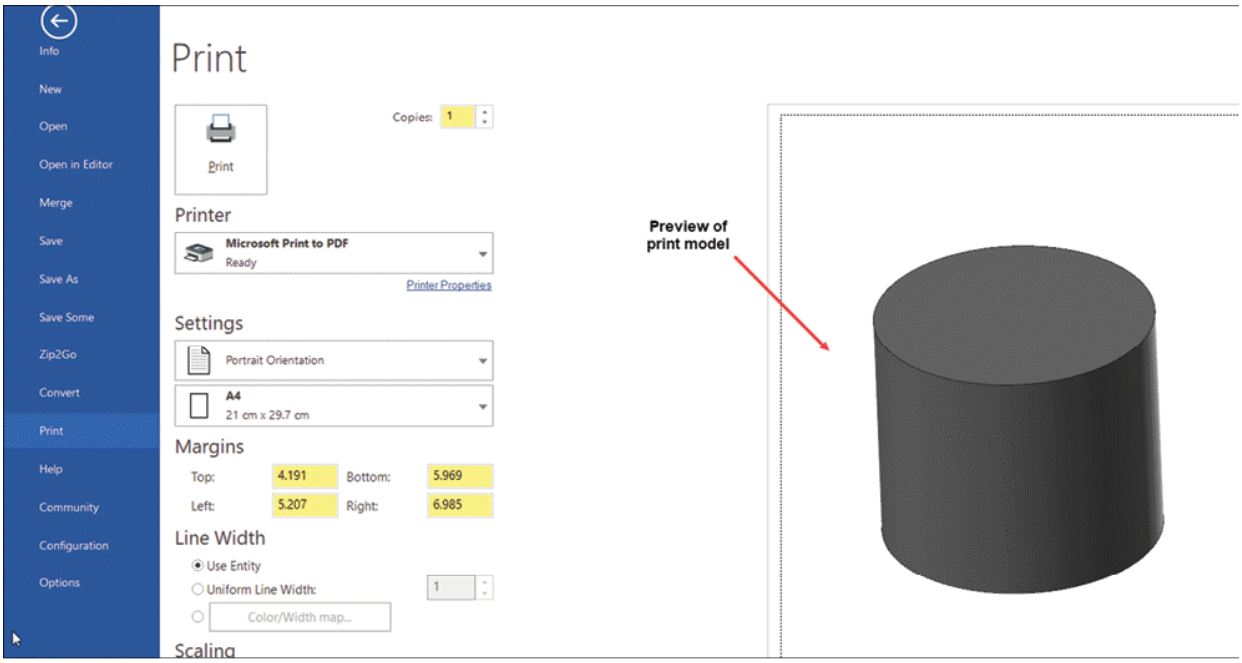

Figure-71. Options for printing
- Click on the **Print** tool from the **File** menu. The options to print model will be displayed with preview of the model; refer to Figure-71.